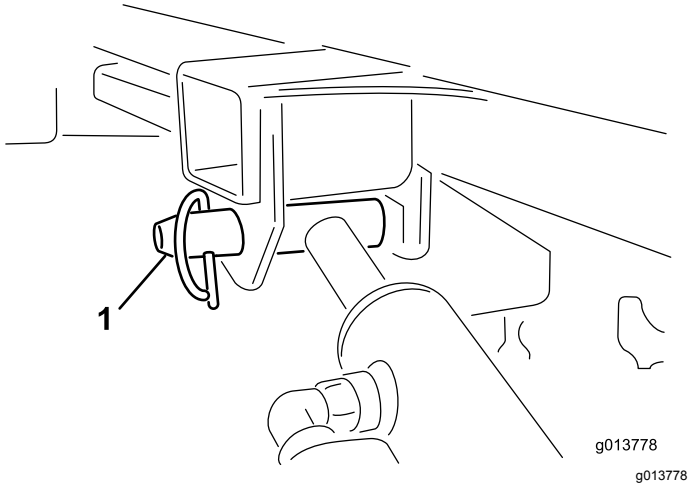

Figur 51
11. Hold løftesylinderen med én hånd. Fjern løftesylinderens låsestift med den andre hånden.(Figur 51).